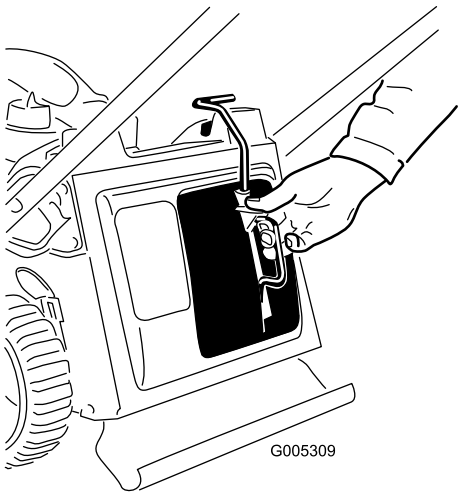
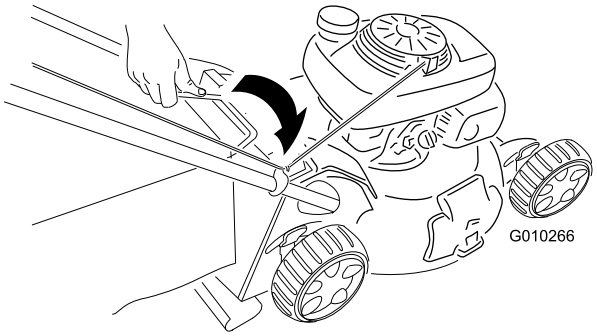

Figur 19
Figur 20
1. Monter kvernepluggen (Figur 19) eller gressposen (Figur 20) på maskinen.